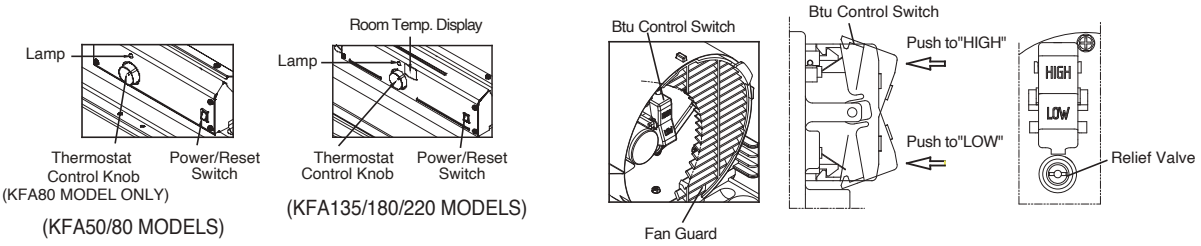

Figure 7. Controls for All Models
5. Push “BTU control Switch” to desired level “High or LOW” (See Figure 7.) (Dual BTU Models Only – “-LD” suffix)